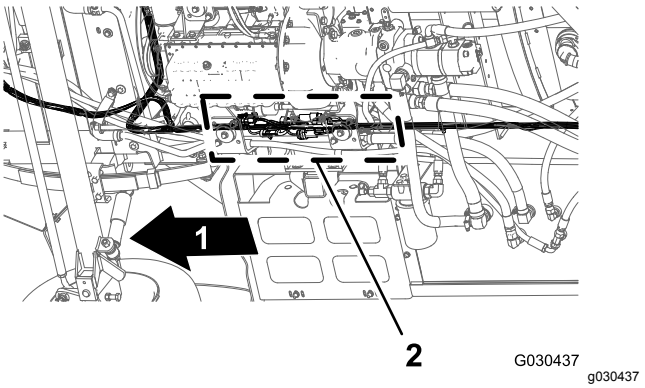

**Figur 113**
1. Find under maskinen langs det højre stelrør de elektriske konnektorer til maskinens forreste og bageste ledningsnet (Figur 113).